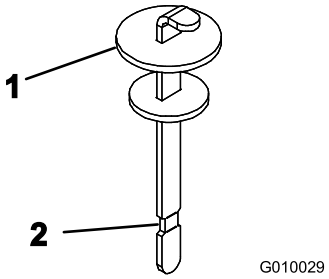

Figuur 20
4. Verwijder de peilstok uit de vulbuis en veeg deze af met een schone doek. Steek de peilstok in de vulbuis. Verwijder deze daarna en controleer het vloeistofpeil. Het vloeistofpeil moet tot aan de markering op de peilstok staan (Figuur 20).